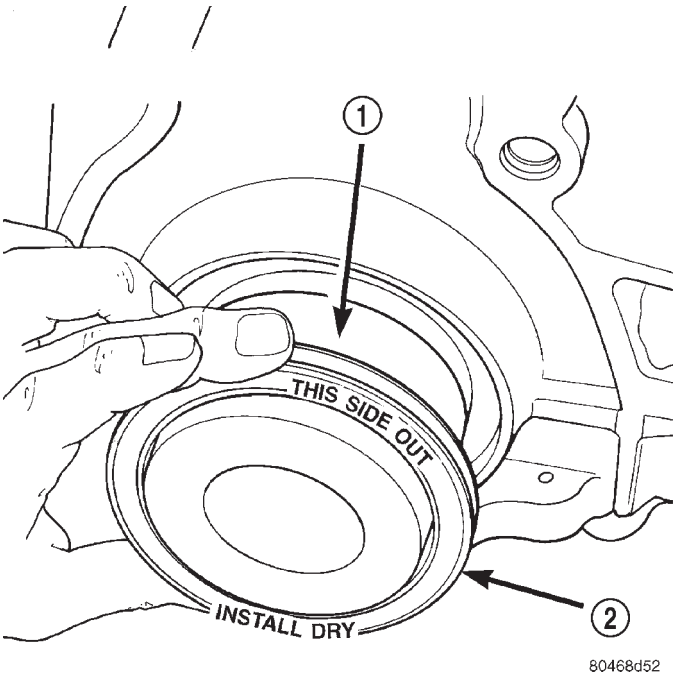

Abb. 90 Hinterer Kurbelwellendichtring und Spezialwerkzeug 6926-1
(1) Spezialwerkzeug 6926-1 an der Kurbelwelle ansetzen. Dabei handelt es sich um ein Führungswerkzeug mit Magnetsockel (Abb. 90).
(2) Dichtring auf das Führungswerkzeug schieben. Dabei muß die Aufschrift **THIS SIDE OUT** auf dem Dichtring sichtbar sein (Abb. 90). Während der Montage des Dichtrings muß das Führungswerkzeug auf der Kurbelwelle bleiben. Sicherstellen, daß Dichtlippe des Dichtrings beim Einbau zum Kurbelgehäuse zeigt.